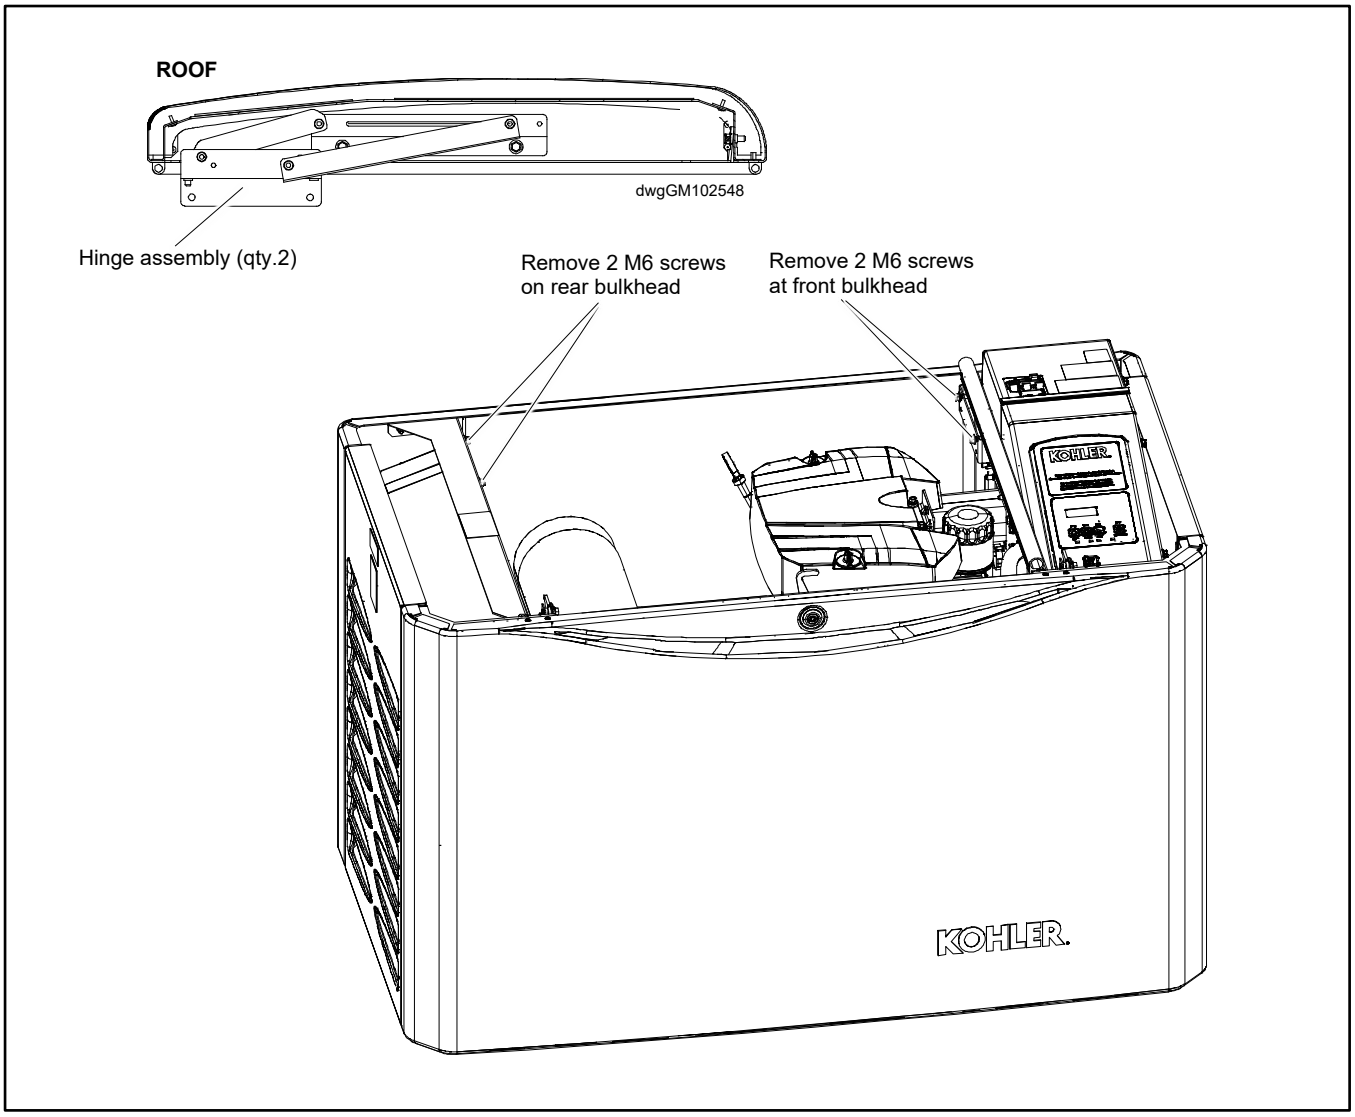

Figure 108 Roof Removal
3. The roof hinges are connected to the front and rear bulkheads using 2 M6 screws for each hinge. See Figure 108. Remove the 4 screws and remove the roof.